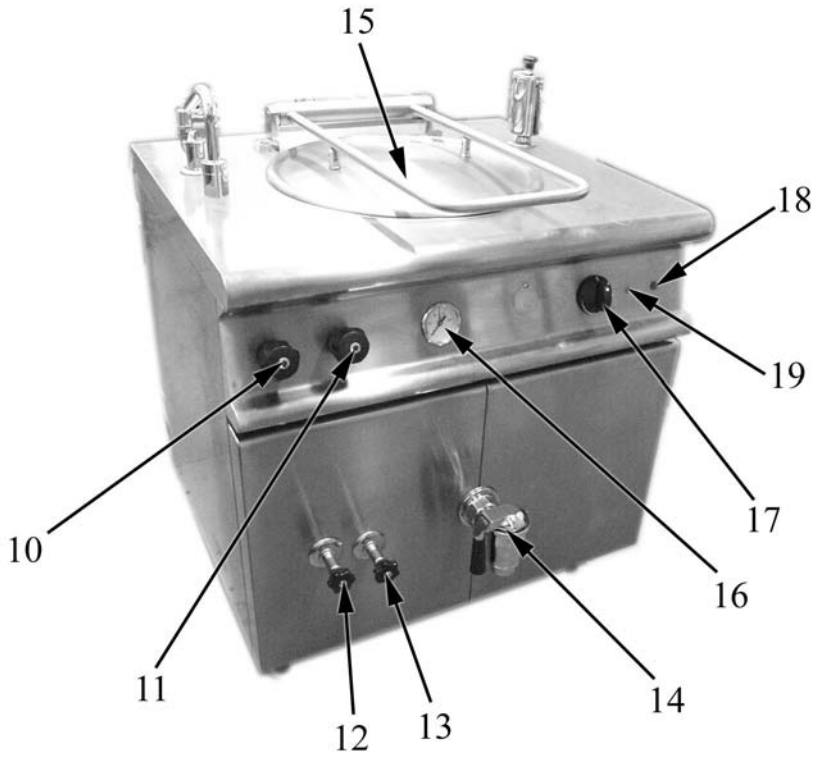

Fig. 1
Turn the knob in a clockwise direction and the line pilot lamp comes on pos. 18 in Fig. 1. The line pilot lamp pos. 18 remains on until the knob is turned back to 0.
To turn the appliance off, turn the knob to the position sh The line lamp will now turn off (pos. 18 in Fig. 1).